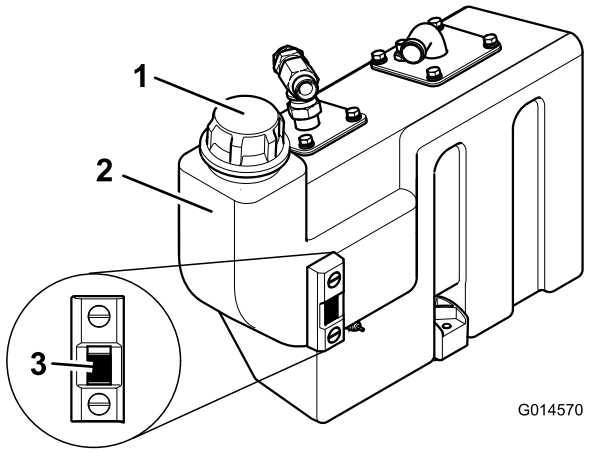

Figur 29
3. Rengör området runt hydraultanklocket innan du eventuellt fyller på med hydraulolja (Figur 29). Skruva av tanklocket.